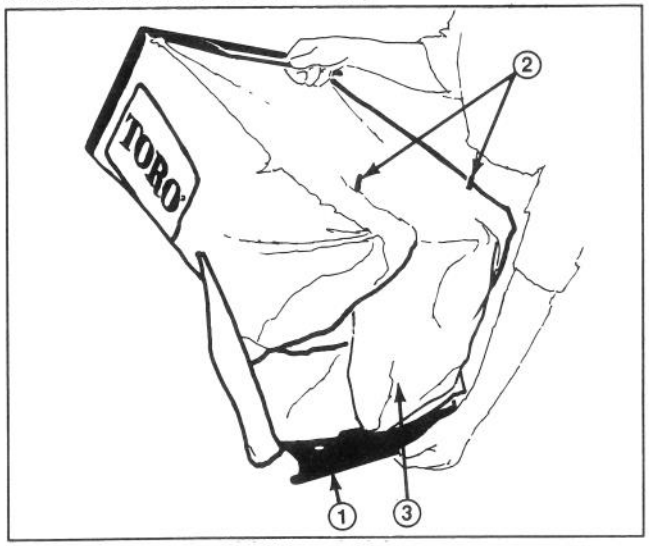

Abbildung 14
4. SACKENTLEERUNG—Fassen Sie den Griff des Sackrahmens an, heben Sie den Plastikhebel von den Stiften und schieben Sie das hintere Ende des Grassacks vom Sackrahmen herunter (Abb. 14). Die Klappe am hinteren Ende des Grassacks hochheben, und langsam das vordere Ende des Sacks anheben und schütteln, um den Sack zu entleeren.